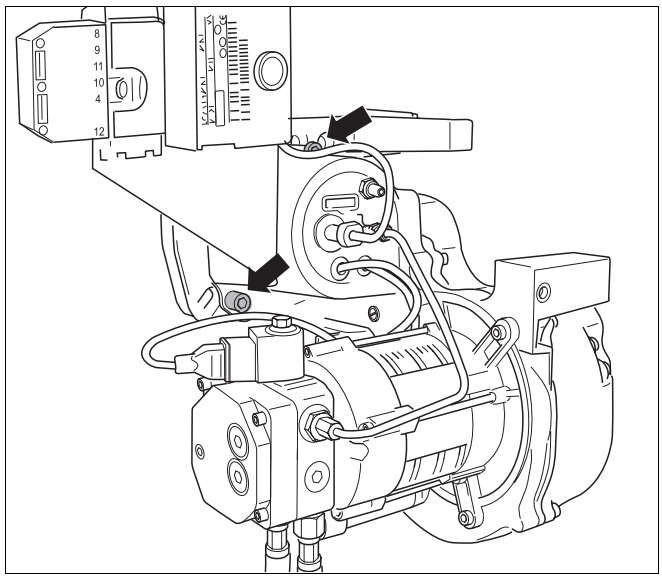

Fig. 24 Allentare le viti di fissaggio a baionetta
- Allentare entrambe le viti del fissaggio a baionetta (fig. 24).